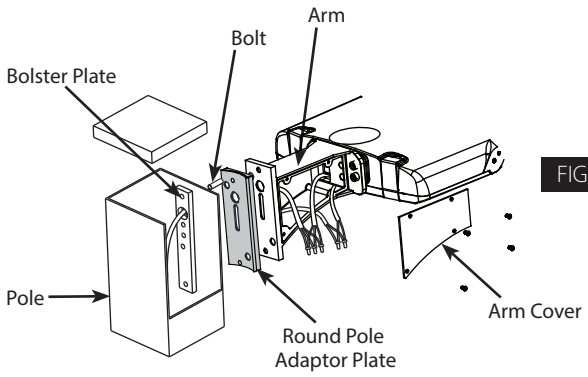

FIG. 3
1. Place the **Bolster Plate** inside the **Pole** as shown in Fig. 3.